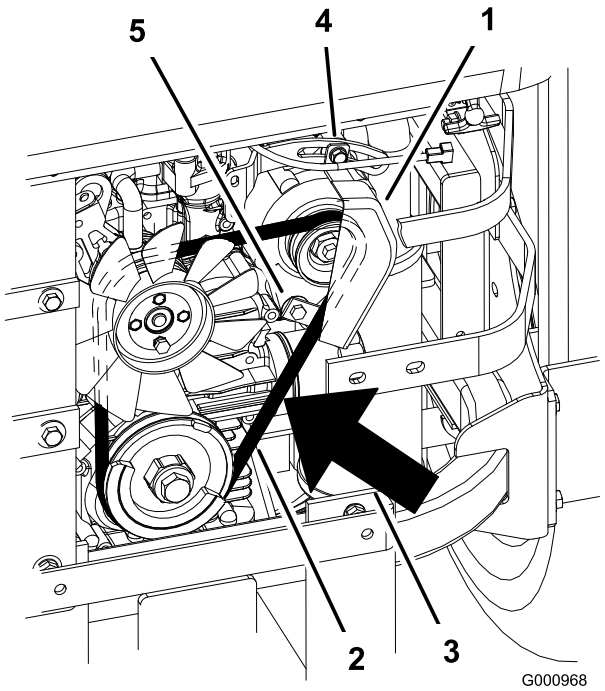

Figur 69
2. Juster generatoren til ydersiden, indtil der er 7-9 mm afbøjning i remmen mellem motoren og generatorens remskiver med en kraft på 10 kgf (Figur 69).
5. Hvis bøjningen er korrekt, skal den nederste og øverste bolt strammes (Figur 69).